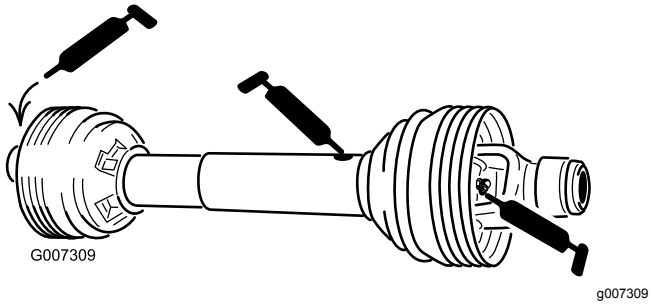

Rysunek 45
Wałek sprzęgający (3) (Rysunek 45)